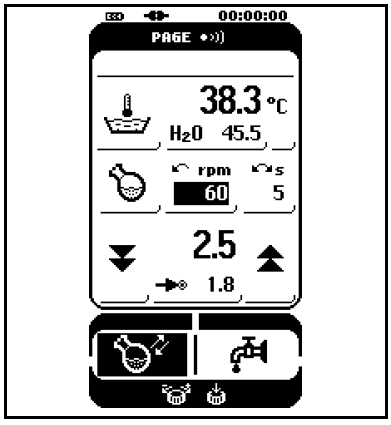

Fig. 16:Press and hold the “Exchange flask” button.
2. Press and hold the “Exchange flask” button for three seconds until it indicates that it is active (see Fig. 16 + 17).